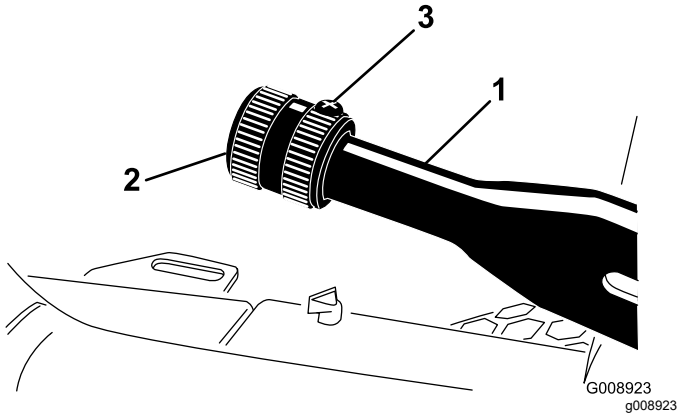

Rysunek 79
2. Poluzuj śrubę ustalającą mocującą gałkę do dźwigni hamulca postojowego (Rysunek 79).